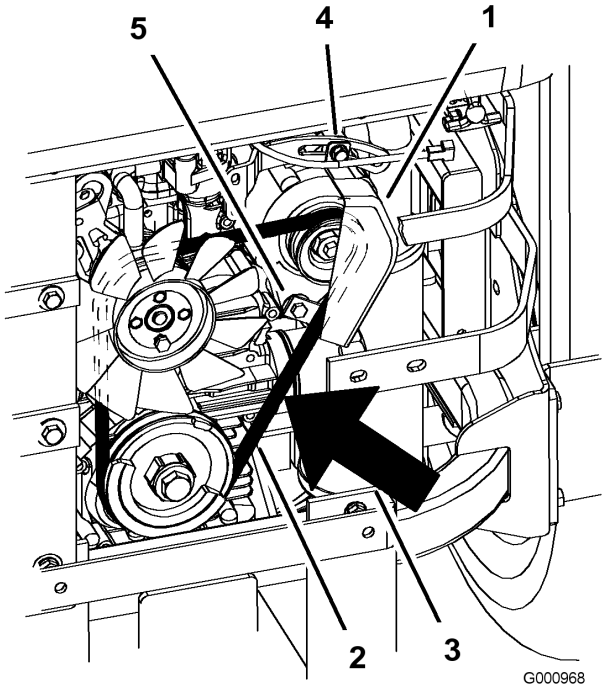

Figure 61
7. Desserrez le boulon inférieur et retirez le boulon de fixation supérieur de l'alternateur et du couvercle (Figure 61).
9. Installez une courroie neuve autour des poulies et de l'alternateur (Figure 61).
14. Serrez le boulon inférieur et vissez le boulon de fixation supérieur de l'alternateur et du couvercle (Figure 61).
2. Réglez l'alternateur vers l'extérieur jusqu'à ce que la courroie présente une flèche de 7 à 9 mm (1/4 à 11/32 pouce) quand une force de 10 kgf (22,1 livres) est exercée entre les poulies du moteur et de l'alternateur (Figure 61).
5. Si la flèche est correcte, serrez les boulons inférieur et supérieur (Figure 61).